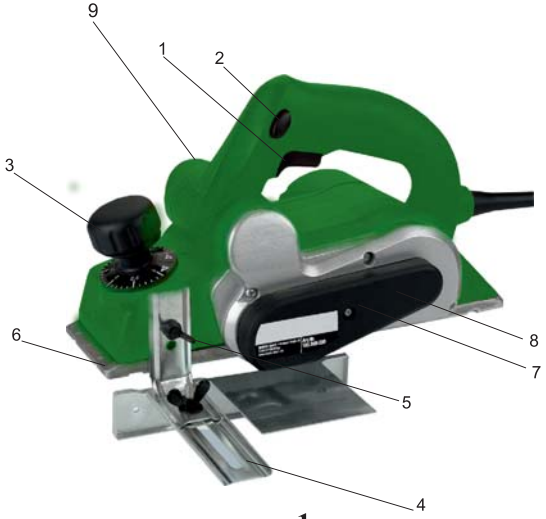

рис. 1
4.1 Внешний вид рубанка представлен на рис. 1